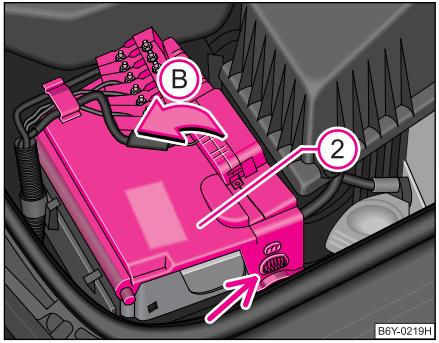

Fig. 143 Bateria: Rabatarea capacului
– Trageţi elementele de fixare de pe părţile capacului bateriei (2) şi rabataţi capacul în sensul săgeţii (B) ⇒ fig. 143.